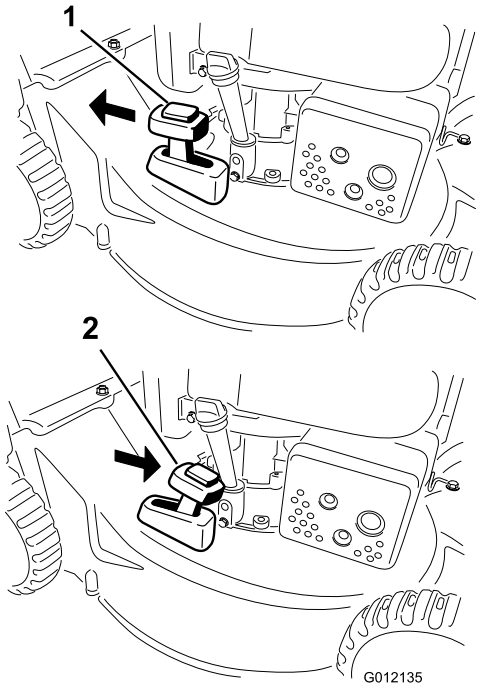

Figur 15
2. Tryck på knappen ovanpå återvinnings-/uppsamlingsspaken och för spaken till **återvinningsläget** (endast modell 20836) (Figur 15).
2. För att samla upp gräsklippet måste du montera gräsuppsamlaren (se Montera gräsuppsamlaren). Tryck på knappen ovanpå återvinnings-/uppsamlingsspaken och för spaken till **uppsamlingsläget** (endast modell 20836) (Figur 15).
Obs: Återvinnings-/uppsamlingsspaken ska vara i **uppsamlingsläget** (Figur 15).